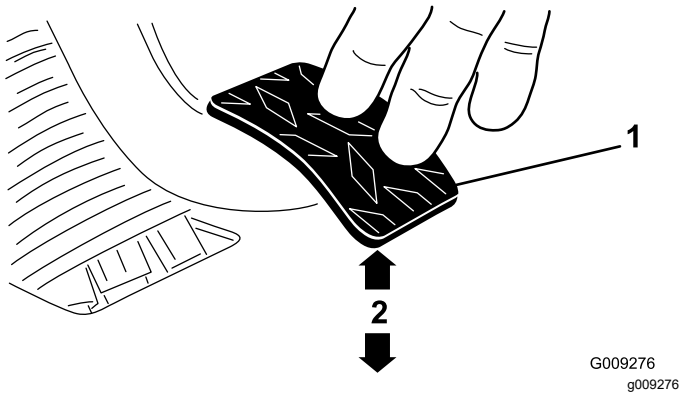

Figur 69
3. Juster låsemutterne og/eller kuleleddet helt til kanten bak på clutchpedalen er 9,5 ± 0,3 cm fra toppen av gulvplaten med rombeprofil, hver gang det øves en kraft på cirka 1,8 kg på pedalen (Figur 69).